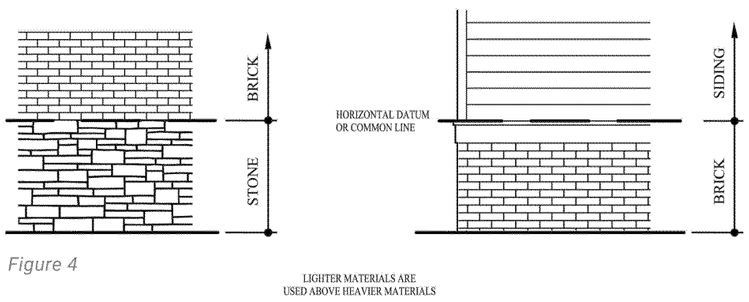

*Figure 4*
2. Building walls between the foundation and the eave shall be no more than two materials. Material changes shall occur along a horizontal datum or common line. Additionally, the lighter material shall be used above the heavier materials. See Figures 4 and 5.